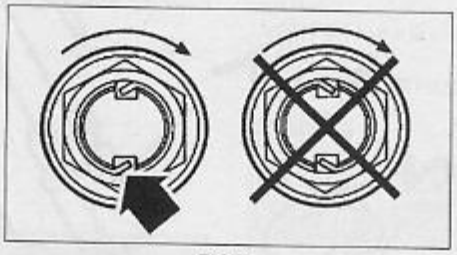

FIG. 4
- sertir les écrous correctement **(Fig.4)**.